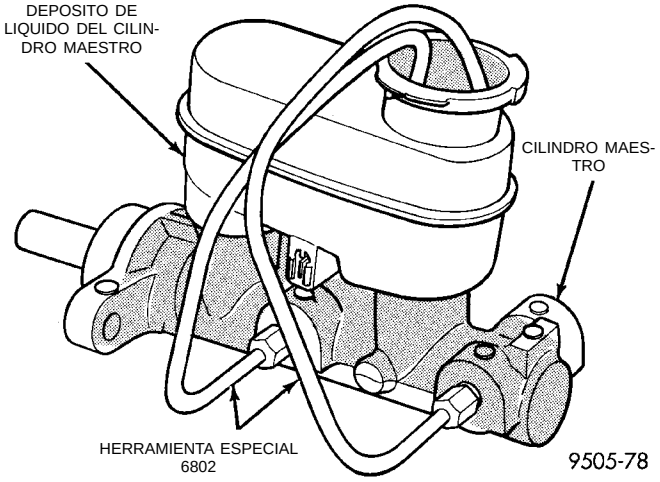
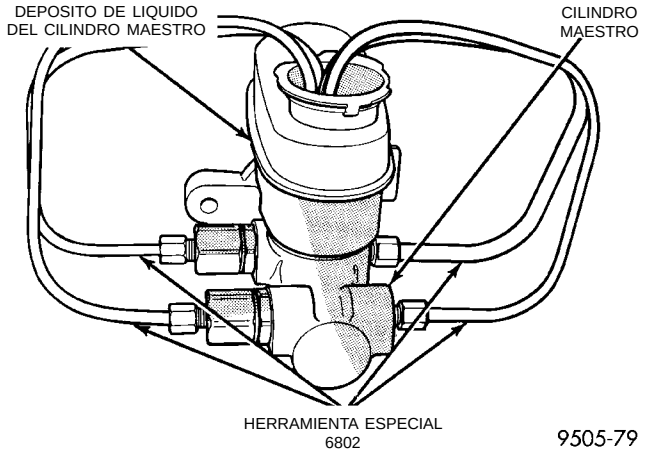
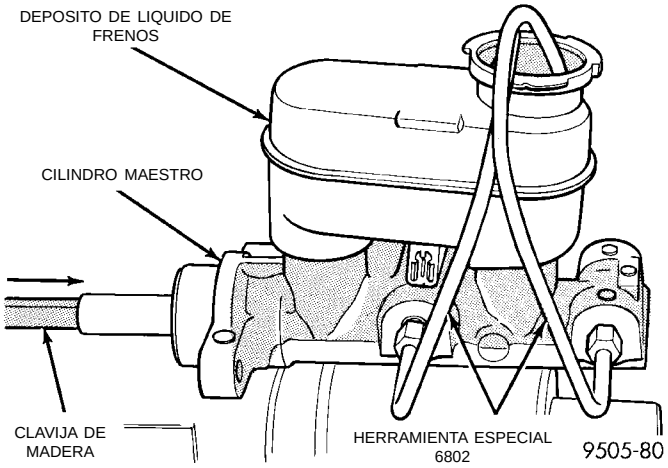

Fig. 106 Fijación de los tubos de purga al cilindro maestro del ABS
Fig. 107 Tubos de purga fijos al cilindro maestro sin ABS
Fig. 108 Purga del cilindro maestro
(1) Fije el cilindro maestro en una mordaza. Fije los Tubos de purga, Herramienta especial 6802, en el cilindro maestro (Fig. 106) y (Fig. 107). Emplace los tubos de manera que las salidas de los Tubos de purga estén debajo de la superficie del líquido de frenos cuando el nivel de líquido en el depósito es el correcto.
(2) Llene el depósito de líquido de frenos con un líquido que cumpla las especificaciones DOT 3, tal como Mopar o equivalente.
(3) Mediante una clavija de madera (Fig. 108), apriete lentamente el vástago de pistón y permita después que los pistones vuelvan a su posición de retorno. Repita esta operación varias veces hasta expulsar todas las burbujas de aire.
(4) Retire los tubos de purga de los orificios de salida del cilindro, tape los orificios de salida e instale el tapón de boca de llenado en el depósito.